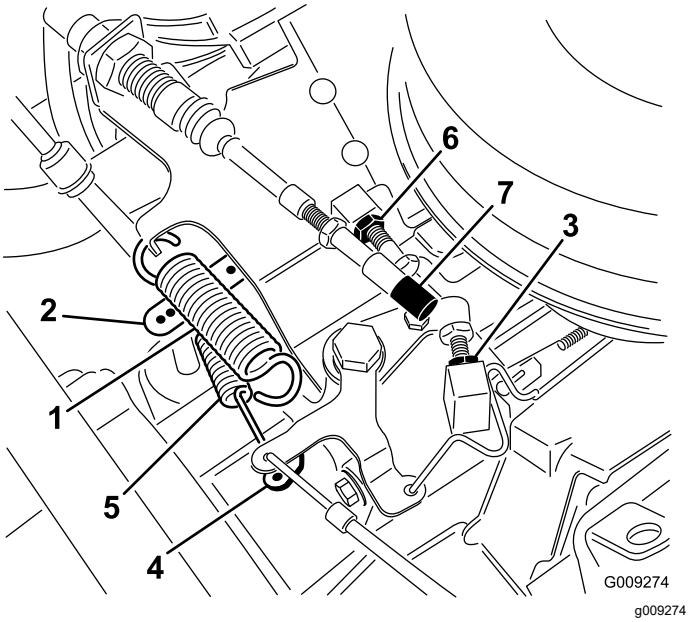

Figura 60
2. Con el muelle de retorno instalado, sujete el brazo del regulador del motor hacia el lado del operador de la máquina y ajuste el tope de ralentí bajo hasta que obtenga una distancia de 0.25 mm – 1.25 mm (0.01"–0.05") entre el diámetro exterior del taladro de la palanca del acelerador y el interior del gancho del muelle del regulador (Figura 60).